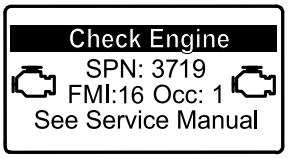

Figuur 39
- Als geparkeerde regeneratie nodig is verschijnt op het InfoCenter Motorwaarschuwing SPN 3719, FMI 16 (Figuur 39) en de computer van de motor vermindert het vermogen tot 85%.